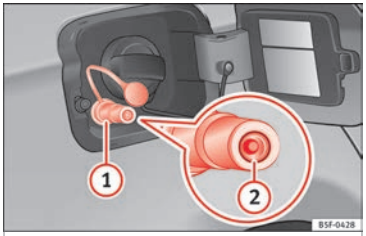

Fig. 227 Tapa del depósito abierta: boca de carga de gas (1), retén de la boca de carga (2).
- Destape la boca de carga de gas ››› fig. 227 (1).